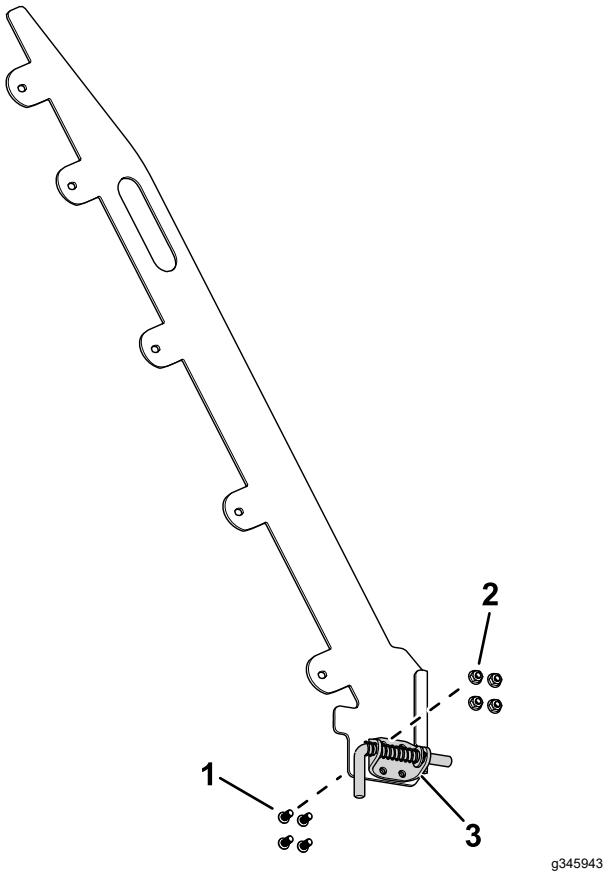

Figuur 9
1. Gebruik 4 torxschroeven en 4 moeren (5/16") om de beugel van de vergrendelpen te bevestigen aan de geleiderplaat van de oprijplaat (Figuur 9).